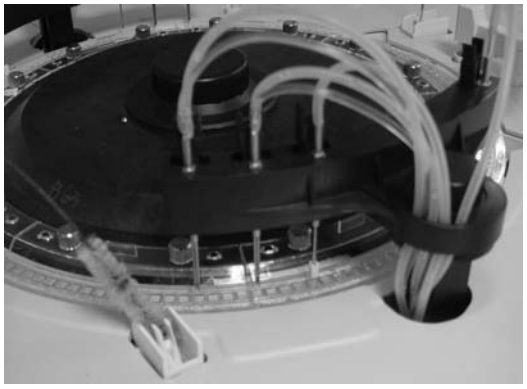

Figure 10-4-11
a)If the rinsing baths are contaminated, use a tube brush to clean them with 2% Anti-Bacterial Phosphor-Free Detergent as Figure 10-4-11 shows: